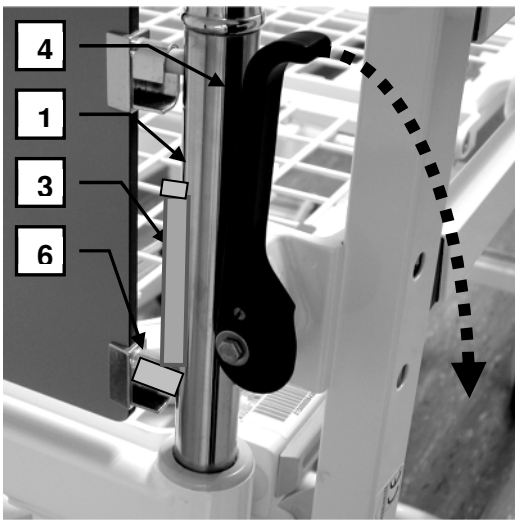

Rys. 3
5.1. Zakładanie i zdejmowanie (Rys. 3) 7
5.1. Zakładanie i zdejmowanie (Rys. 3)